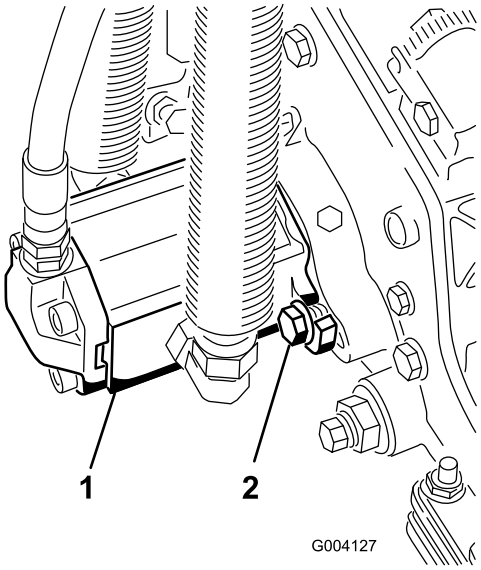

Figur 13
16. Monter motoren ved at dreje den med uret, således at motorflangerne går fri af boltene (Figur 13). Drej motoren mod uret, indtil flangerne indeslutter boltene, og tilspænd så boltene.